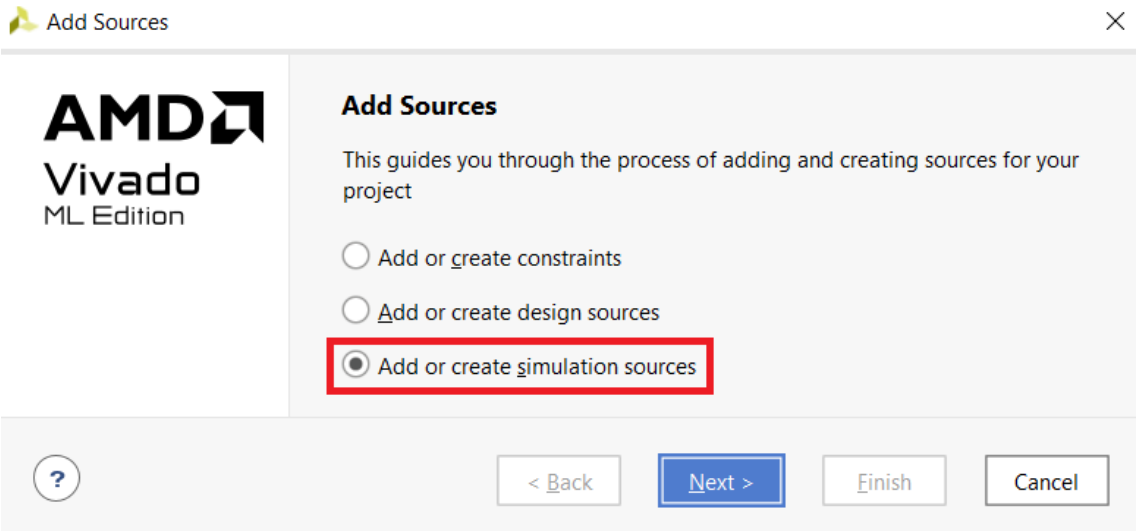

Figura 18. Captura de pantalla de *Add Source* con *Add or create simulation sources* resaltado con cuadro rojo
2. Seleccionar *Add or create simulation sources* en el menú emergente que aparece (Figura 18).